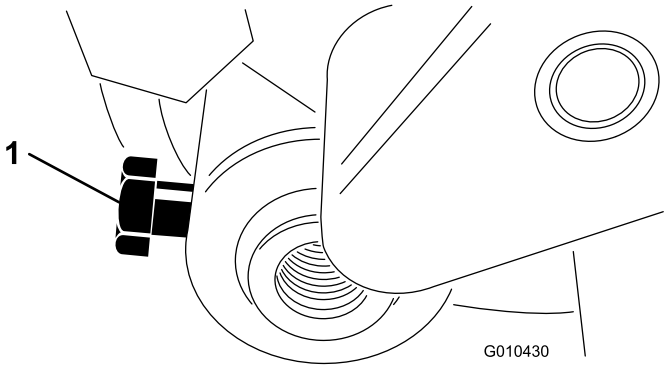

Bild 30
3. Lösen Sie die Schraube, mit der die Rollenwelle am Schnitthöhenarm befestigt ist (Bild 30).